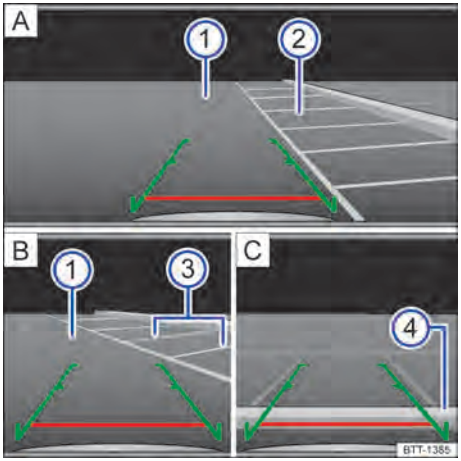

Fig. 101 Visualización de la pantalla del sistema de radio: estacionar con la cámara de marcha atrás.
Leyenda para→ fig. 101:
– Colocar el vehículo delante de la plaza de estacionamiento → fig. 101 ② A.
– Conducir hacia atrás lentamente y maniobrar de modo que las guías verdes laterales conduzcan entre la líneas de delimitación de la plaza de estacionamiento seleccionado ② A. ▶
– Alinear el vehículo en la plaza de estacionamiento seleccionada de modo que las guías verdes laterales queden sobre las líneas de límite lateral ③ B.
– Detener el vehículo cuando la línea roja alcance el límite trasero ④ C. ◁